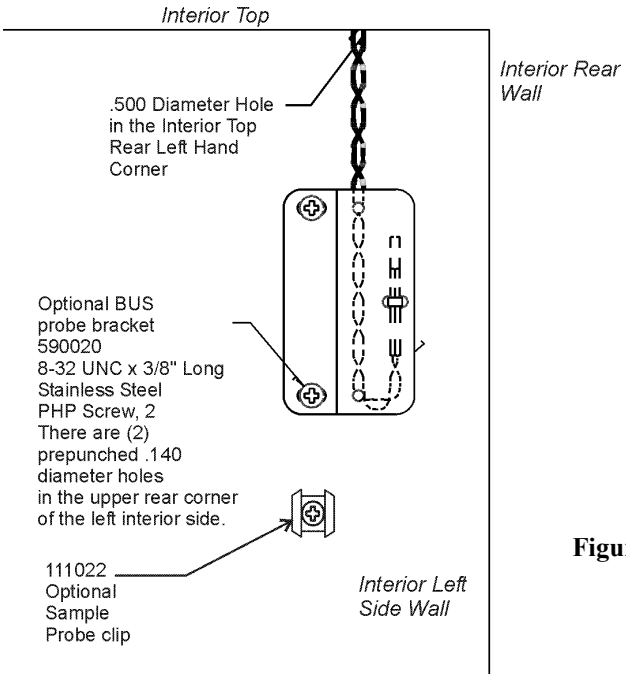

Figure 6-4
10. Locate the 0.500” pre-punched hole in the upper left hand back corner of the chamber ceiling. Remove the tie wrap securing the coiled probe/solenoid harness. Uncoil the probe lead and run the probe tip (approximately 12”) down through 0.500” porthole (Figure 6-4).
12. Mount the bracket on the interior left wall of the freezer into the pre-punched holes provided. Figure 6-4 shows the Back-Up probe mounted on the interior left side wall of the freezer.